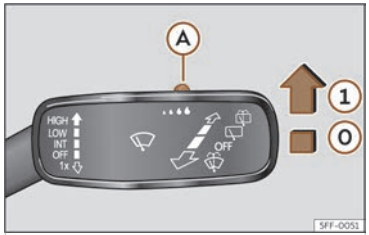

Fig. 104 Palanca de l'eixugaparabrises: ajustar el sensor de pluja Ⓐ.
Pressioneu la palanca a la posició desitjada >>> **fig. 104**.
Si es desconnecta l'encesa i es torna a connectar, el sensor de pluja segueix activat i torna a funciona quan l'eixugaparabrises està en la posició ››› **fig. 104** ① i se circula a més de 16 km/h (10 mph).